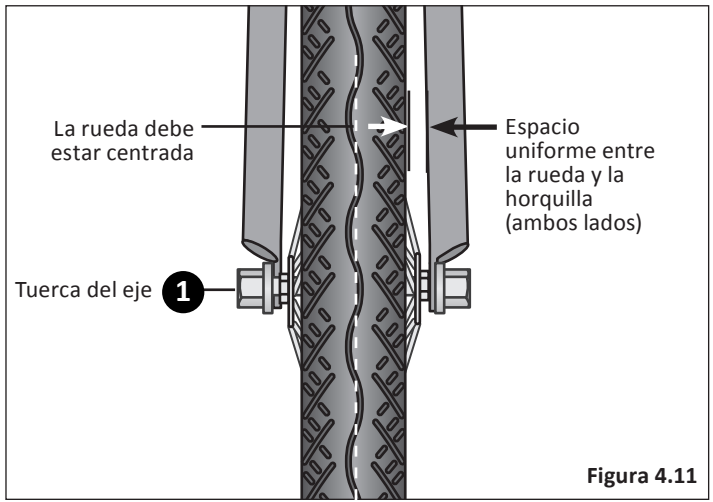

Figura 4.11
1. Si ve que el espacio entre la horquilla y la rueda es desigual, afloje las tuercas del eje y ajuste la rueda hasta que esté centrada. **Figura 4.11**